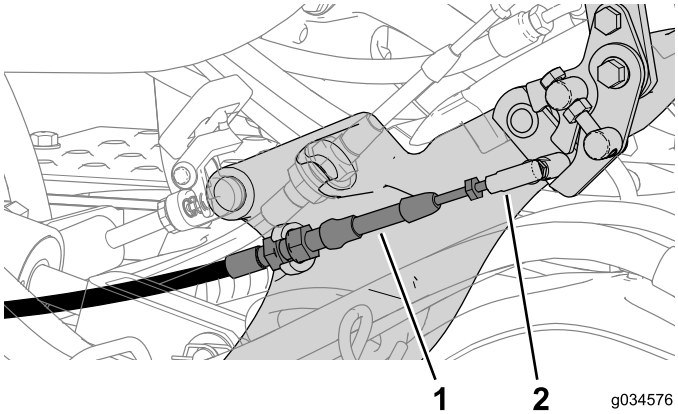

Figure 24
2. Reliez le câble de verrouillage du point mort au dispositif de débrayage sur la pédale (Figure 24).